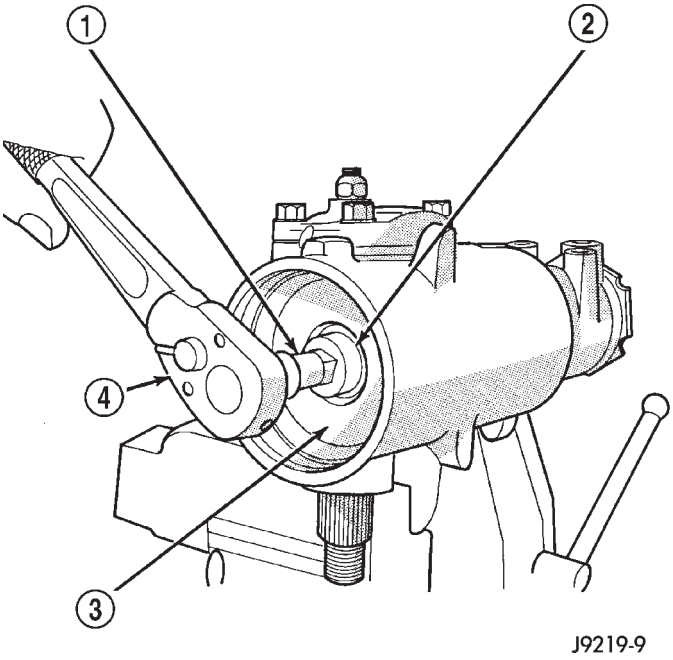
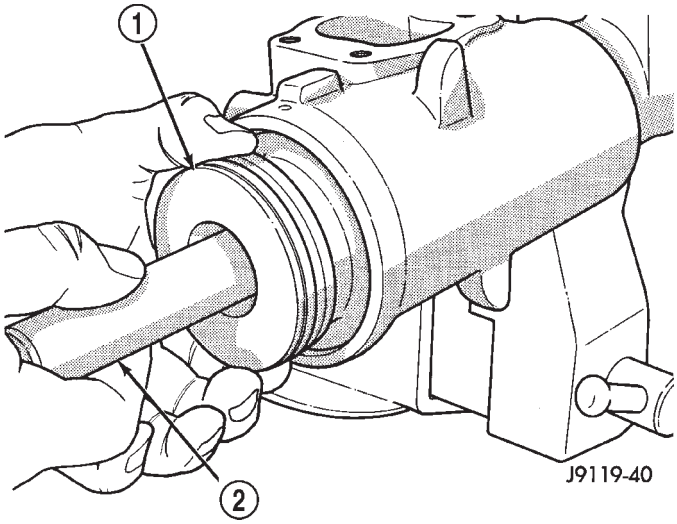
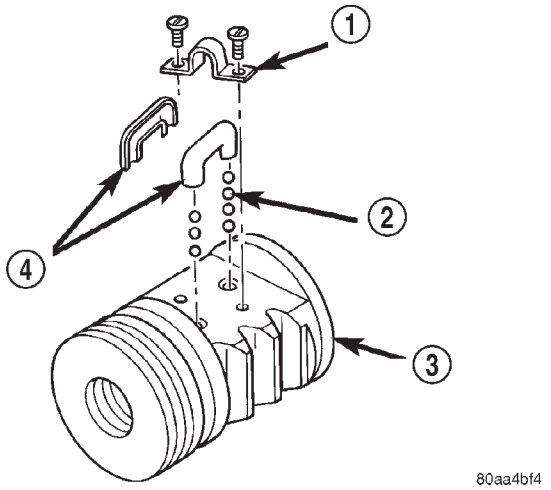

Fig. 35 Rack Piston End Plug
Fig. 36 Rack Piston with Arbor
Fig. 37 Rack Piston
(1) Remove housing end plug, (Refer to 19 - STEERING/GEAR/STEERING GEAR HOUSING PLUG - REMOVAL).
(2) Remove rack piston plug (Fig. 35).
(3) Remove side cover and pitman shaft.
(4) Turn stub shaft COUNTERCLOCKWISE until the rack piston begins to come out of the housing.
(5) Insert Arbor C-4175 into bore of rack piston (Fig. 36) and hold tool tightly against worm shaft.
(6) Turn the stub shaft with a 12 point socket COUNTERCLOCKWISE, this will force the rack piston onto the tool and hold the rack piston balls in place.
(7) Remove the rack piston and tool together from housing.
(8) Remove tool from rack piston.
(9) Remove rack piston balls.
(10) Remove clamp bolts, clamp and ball guide (Fig. 37).